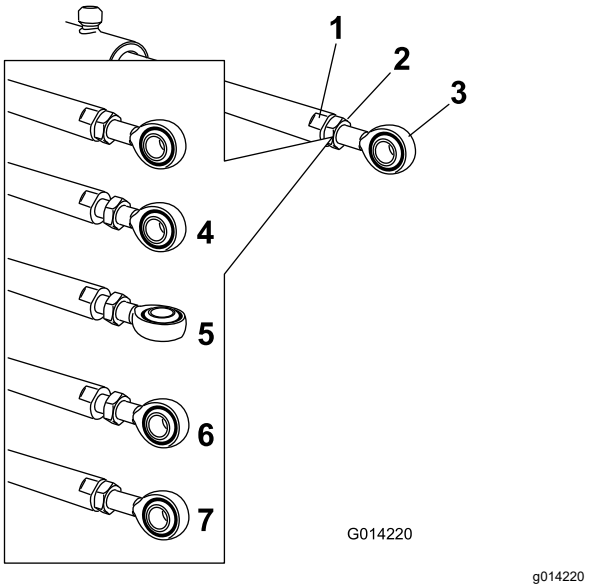

**Figur 119**
5. Håll manövreringsstången i stavens plana delar med en skiftnyckel och lossa sedan på kontramuttern (Figur 119).
6. Vrid stångänden i manövreringsstången för att förkorta eller förlänga arbetsenheten till önskat läge (Figur 119).